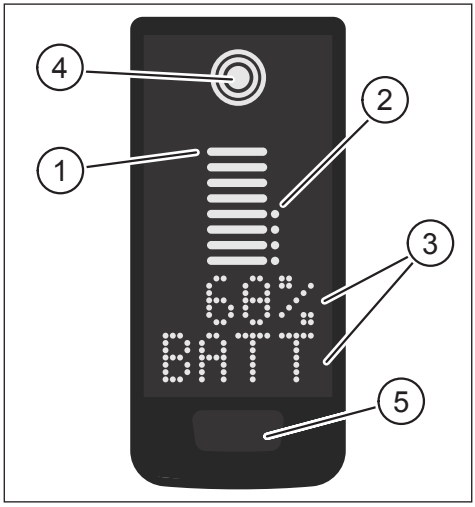
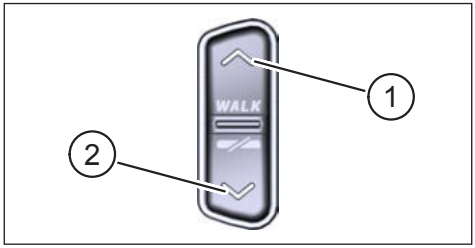

Fig. 1: Elementos de funcionamiento y presentación en la Display
Fig. 2: Elementos de control del Remote
Pos. en Fig. 1	Descripción
Pos. en Fig. 2	Descripción
- ▶ Mantenga pulsado el botón de control del Display (Pos. 5 en Fig. 1) y el botón de control ABAJO Remote (Pos. 2 en Fig. 2) durante al menos 5 s.
► Pulse **double clic** el botón de control de la Display (Pos. 5 en Fig. 1) para pasar a la siguiente vista de Display.